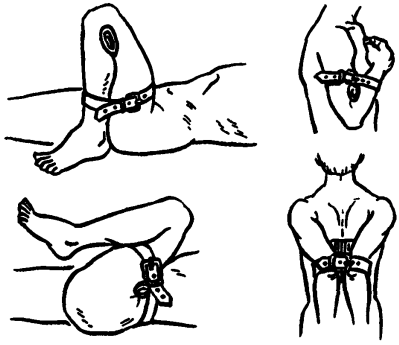

Рис.8
3) Прижатие кровоточащего сосуда путем фиксации конечности в определенном положении (рис. 8).